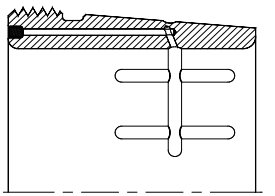

Fig. 2.24
d) Withdrawal sleeves (fig. 2.24)